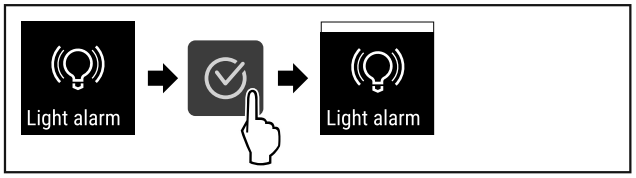

Fig. 98
▶ Suivre les étapes (voir Fig. 98) .